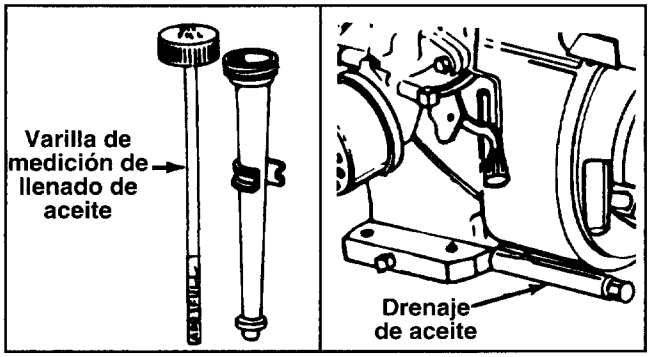

FIGURA 12.
Su motor de cuatro ciclos consumirá normalmente algo de aceite - por consiguiente revise regularmente el nivel de aceite, cada cinco horas de operación aproximadamente y antes de cada uso. Apague el motor y espere varios minutos antes de inspeccionar el nivel de aceite. Con el motor nivelado, el aceite debe estar en la marca FULL de la varilla de medición (refiérase a la figura 12). Cambie el aceite del motor después de las primeras cinco horas de operación, y cada veinticuatro horas después.
a. Retire la tapa de drenaje de aceite. Refiérase a la figura 12. Vierta el aceite en un recipiente apropiado.
- Use el aceite para motor provisto. Retire la varilla de medición de llenado de aceite. Vea la figura 12. Con la astilladora-aspiradora nivelada, use un embudo para llenar el motor con aceite a la marca FULL (LLENO) de la varilla de medición. La capacidad es de 20 onzas aproximadamente. Tenga cuidado de no llenar en exceso. La botella de aceite provista contiene 20 onzas de aceite. Incline la astilladora-aspiradora hacia la izquierda (desde atrás de la tolva), y a continuación nivele. Revise el nivel de aceite. Llene a la marca FULL de la varilla de medición si fuera necesario. Vuelva a colocar la varilla de medición y ajuste.